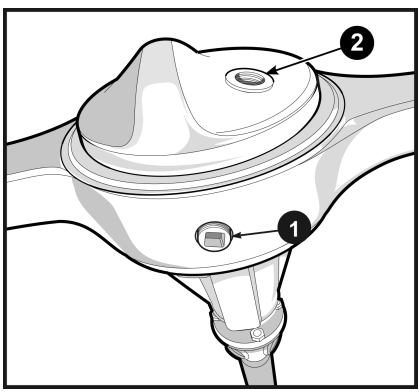

Рис. 1
1.3 Открутите сначала заливную (**2**), а потом сливную пробку (**1**) и дождитесь полного слива трансмиссионного масла в ёмкость. (**Рис. 1**)